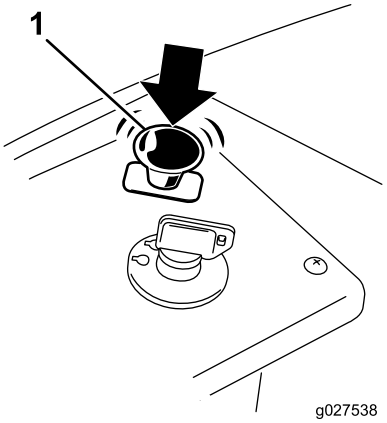

Figur 13
1. Udkobl skæreknivene ved at flytte kontakten til regulering af skæreknive til positionen Fra (Figur 13).